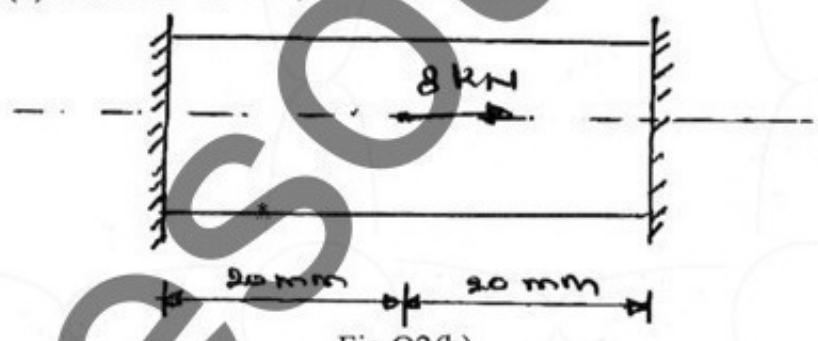

Fig.Q2(b) **(12 Marks)**
b. Use Rayleigh-Ritz method to find the stress and displacement at loading point of a bar shown in Fig.Q2(b). Take E = 70 GPa, A = 100 mm^2.